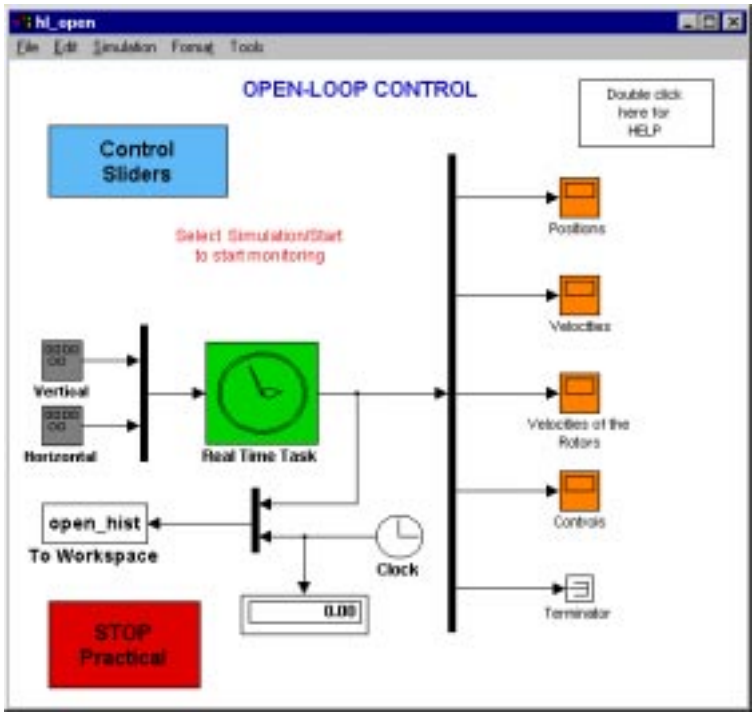

Figure 2-3: Window of the *Open Loop Control* block
- Double click on the ***Open Loop Control*** block. The following window (Figure 2-3) appears: